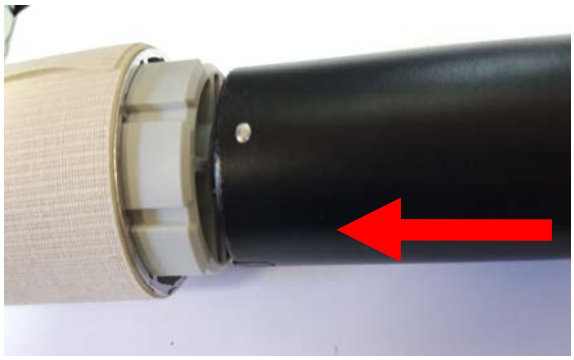

Рис.45
3. Вставить двигатель в трубу со стороны управления (**Рис.45**). Для установки в трубу ∅44, на заглушку*(310312-0225)* дополнительно ставится *адаптер 29-44 мм М(310302-0000)*. (**Рис.46-47**).Установить заглушку в трубу**(Рис.48)**.